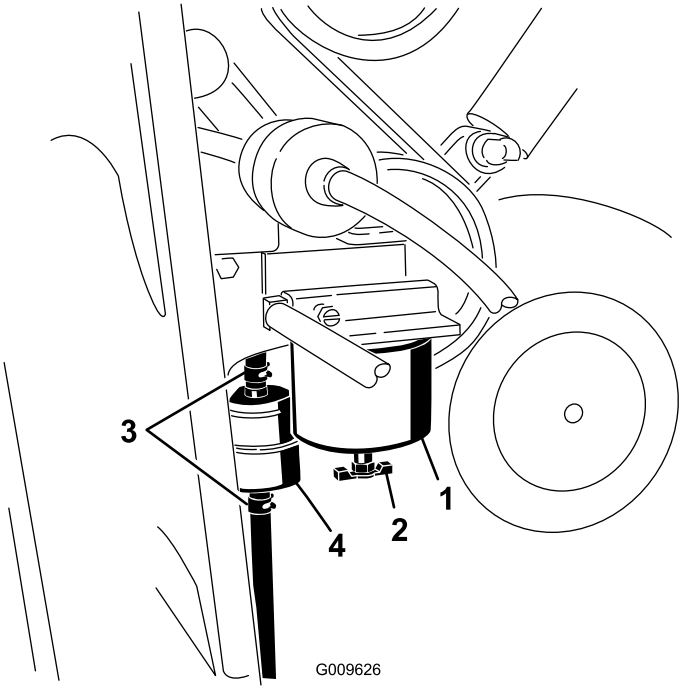

**Figur 37**
1. Placera en ren behållare under bränslefiltret som sitter på motorns högra sida (Figur 37).
2. Rengör området där filterskålen ska monteras (Figur 37).
3. Avlägsna filterskålen och rengör fästytan (Figur 37).
5. Montera filterskålen för hand tills packningen vidrör fästytan, och vrid sedan ytterligare ett halvt varv (Figur 37).
6. Det inbyggda filtret sitter bakom bränslefilterskålen (Figur 37). Kontrollera åt vilket håll flödespilen pekar. Pilen sitter på sidan av det inbyggda filtret.
7. Lossa klämmorna på det inbyggda filtrets ändar och skjut bort slangarna från det (Figur 37). Kasta bort filtret.
8. Skjut slangarna över änden på det nya filtret (Figur 37) och kontrollera att pilen på filtret pekar i samma riktning som på det gamla filtret.